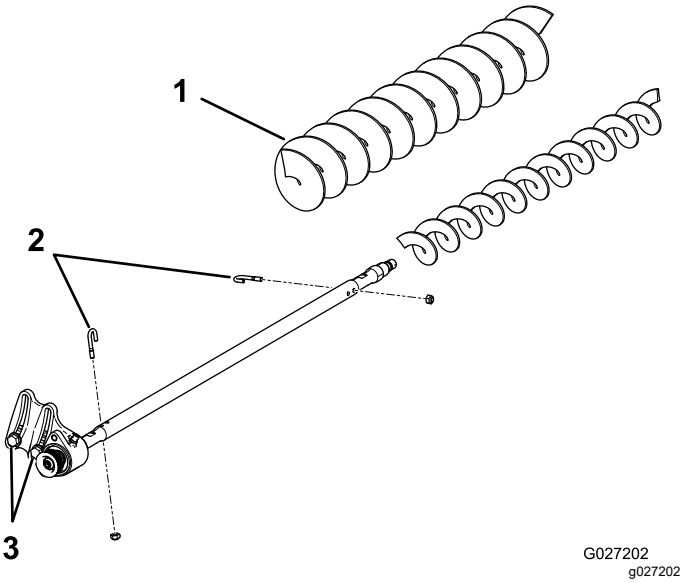

Figur 23
3. Ta bort de två J-skruvarna och muttrarna (Figur 23).
4. Dra av den befintliga borsten från borstaxeln (Figur 23).
5. Lossa de två skruvarna, brickorna och muttrarna som fäster det drivna lagerhuset vid lagerhusets monteringsfäste (Figur 23).
6. Skjut på borsten för hög klipphöjd på borstaxeln (Figur 23).
7. Kläm fast borsten på axeln med de två J-skruvarna och muttrarna som du tidigare tog bort (Figur 23).